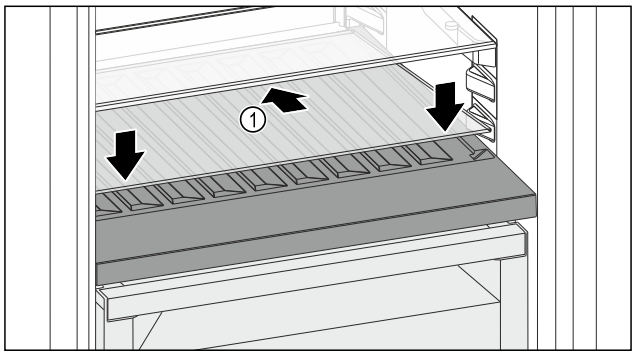

Fig. 166
▶ Placer la plaque de verre *Fig. 166 (1)* en biais et inclinée vers le bas.
▶ Abaisser l'avant de la plaque de verre *Fig. 166 (1)*.